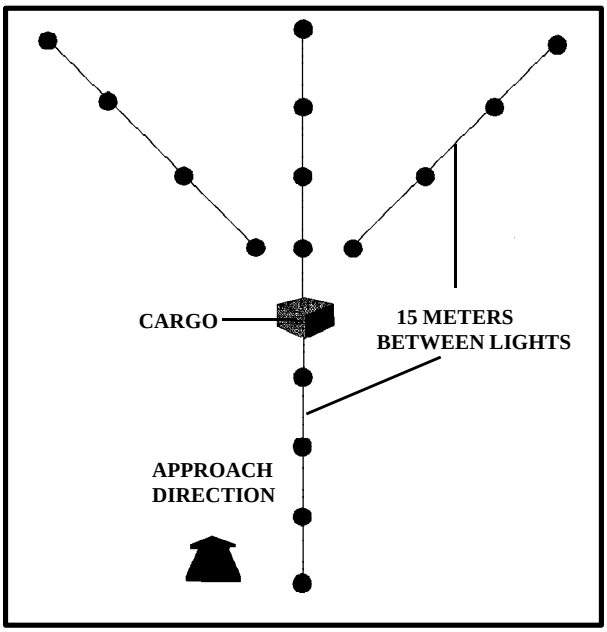

*Figure 4-16. Crow's Foot System*
**j. Crow's foot.** (USMC) The crow's foot is an optional lighting system used during night operations. Infrared chemlites are attached to tent stakes at 15 meter intervals as shown in figure 4-16.